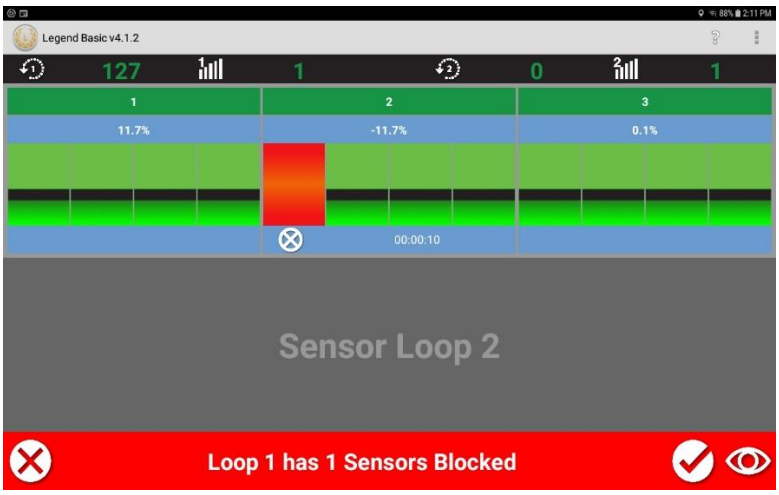

Figure 5.1
1. Seed rate mode utilizes the **Sensitivity Wizard** function to set your blockage sensitivity. For each sensitivity setting there is a corresponding number of seeds per second the Legend sensors must see to not alarm the user. When the flow of seed or fertilizer drops below the threshold for a given sensitivity, a warning banner and an audible alarm will notify you of a blockage as in figure 5.1.